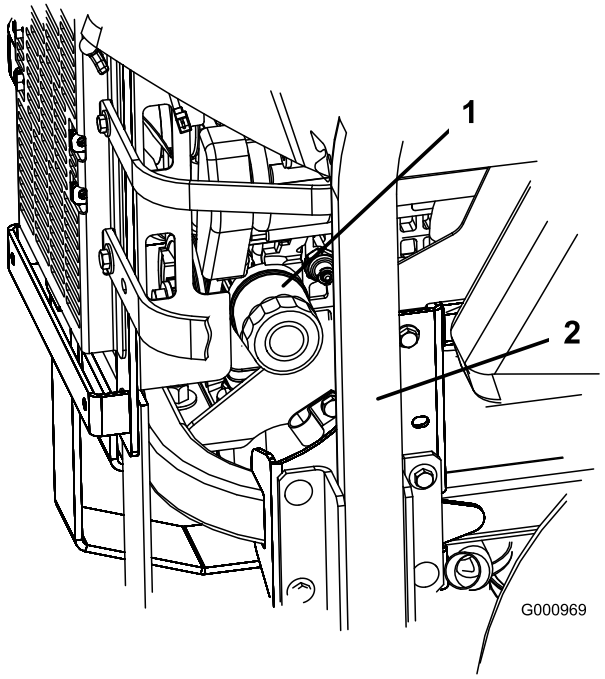
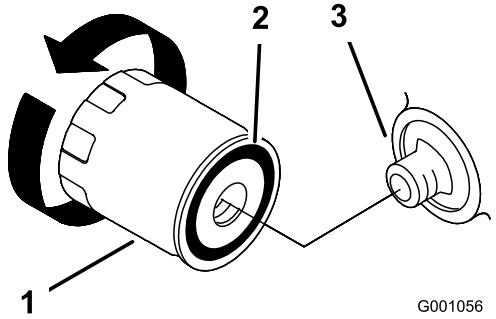

Figuur 48
Figuur 49
2. Draai het filter naar links om het te verwijderen (Figuur 48 en Figuur 49).